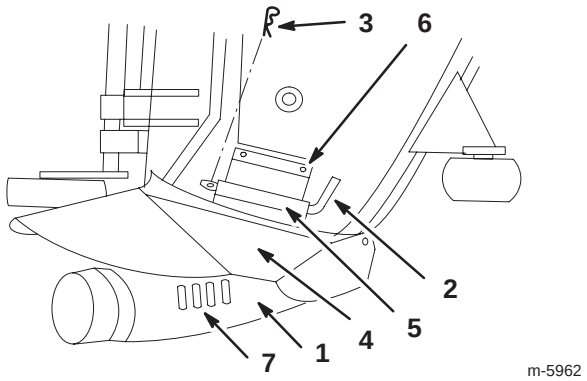

Bild 14
6. Montieren Sie die Manschettenhalterung mit zwei Schrauben (1/4 x 1/2 Zoll) und zwei Sechskantbundmuttern (1/4 Zoll (Bild 14).
6. Montieren Sie die Manschettenhalterung mit zwei Schrauben (1/4 x 1/2 Zoll) und zwei Sechskantbundmuttern (1/4 Zoll) (Bild 14).
3. Heben Sie das Ablenkblech ganz nach hinten. Dies verhindert einen Konflikt mit der Manschette (Bild 14).
4. Richten Sie die Manschette mit der Manschettenhalterung ab (Bild 14).
5. Stecken Sie den Manschettenstift durch die Manschette und -halterung und befestigen Sie sie mit einem Splint (Bild 14).